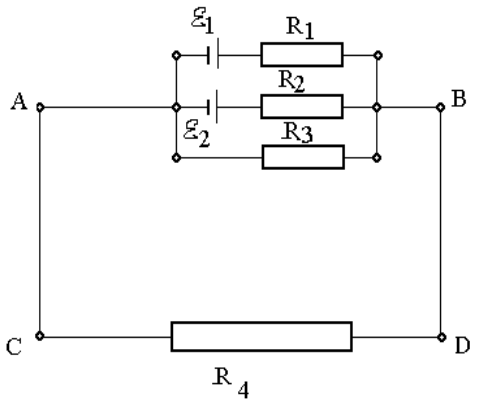

Рис. 1
22. Определить силу токов на всех участках электрической цепи (рис. 1), если ε_1 = 10 В, ε_2 = 12 В, R_1 = 2 Ом, R_2 = 2 Ом, R_3 = 8 Ом, R_4 = 4 Ом. Внутренними сопротивлениями пренебречь.